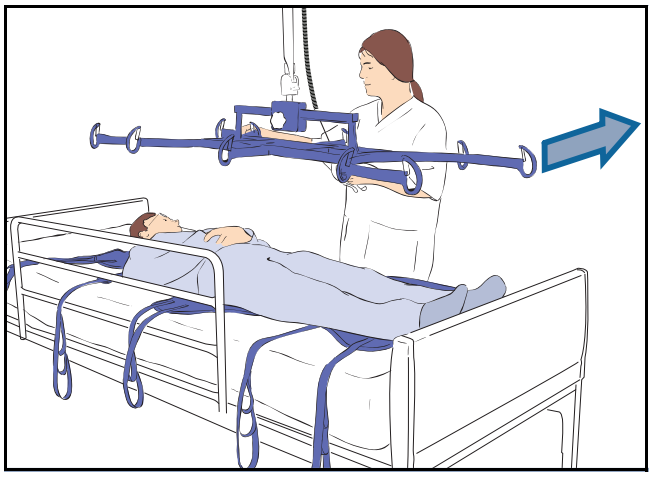

Fig. 17
12) Flyt rammen væk fra plejemodtageren (se Fig. 17).